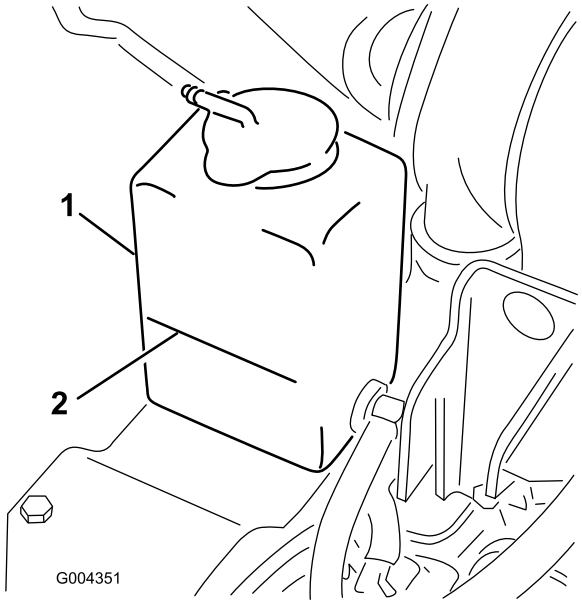

Figuur 20
1. Controleer het koelvloeistofpeil in de expansietank (Figuur 20).